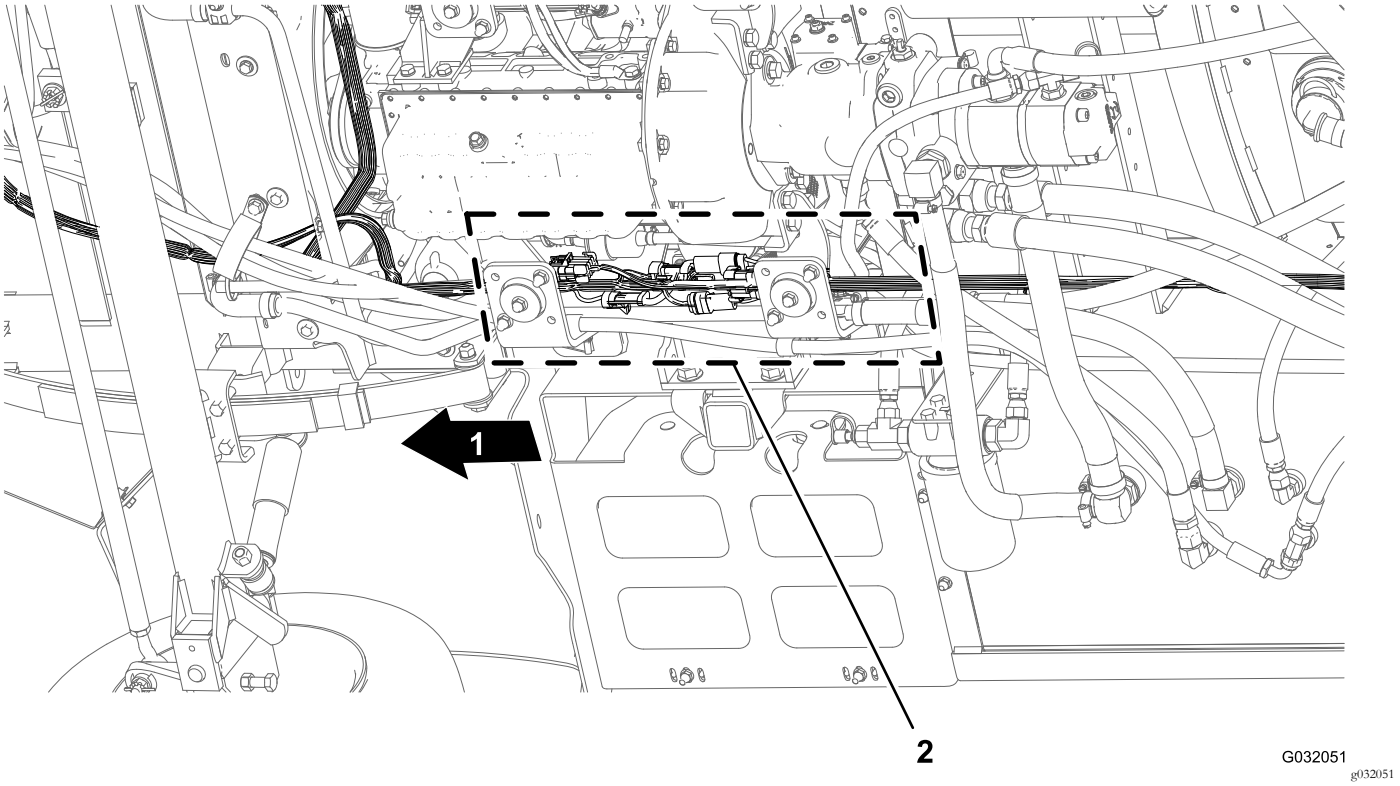

Figura 14
1. Desde debajo de la máquina, en el larguero derecho del bastidor, localice los conectores eléctricos de los arneses de cables delantero y trasero de la máquina (Figura 14).